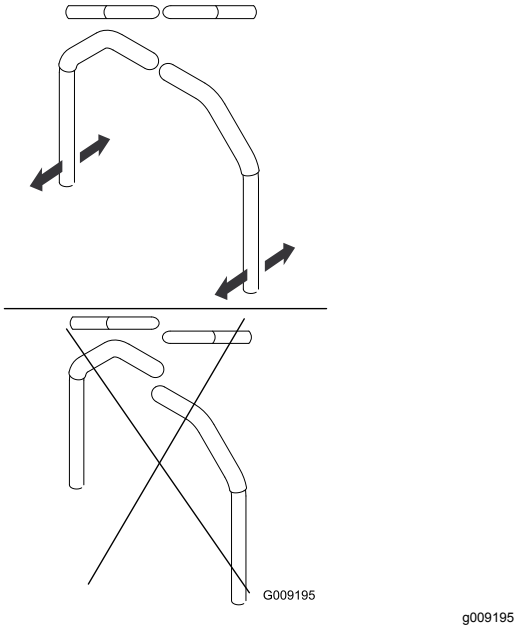

Figur 88
4. Rikta in reglagen i främre-bakre läge genom att föra ihop dem i NEUTRALLÄGET, skjuta dem tills de är inriktade och sedan dra åt skruvarna (Figur 88).